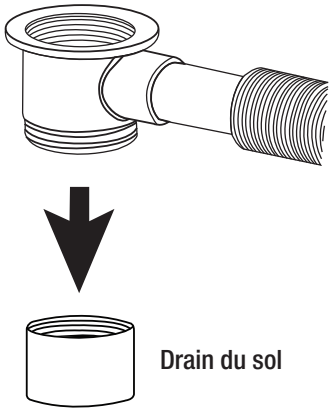

Fig. 3
- Installer l'assemblage de drain principal/trop-plein (7) sur le drain du sol, Fig. 3.